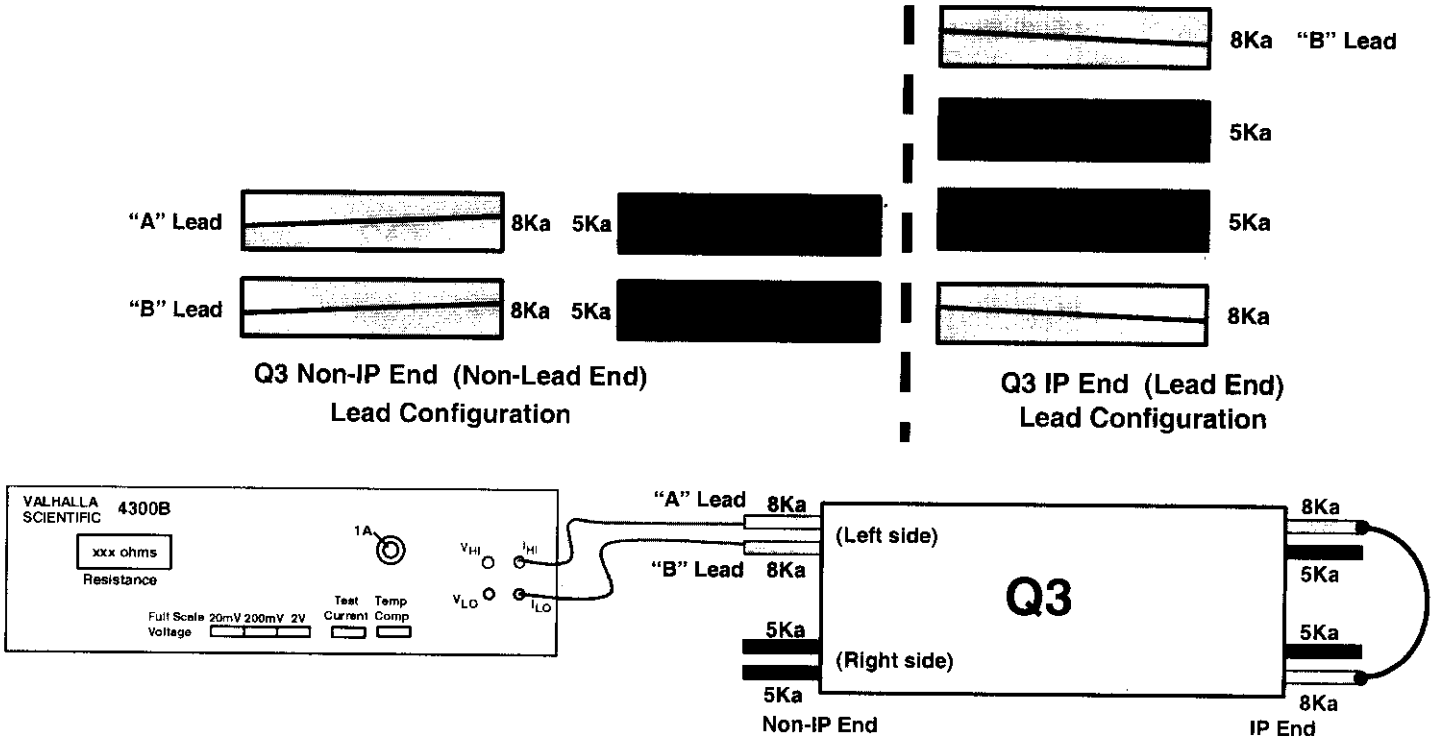

Figure 6.2-A
6. Connect I_{HI} to "A" Lead as shown in figure 6.2-A.
7. Connect I_{LO} to "B" Lead as shown in figure 6.2-A.
12. At the IP End, jumper the 8Ka leads as shown in Figure 6.2-A.